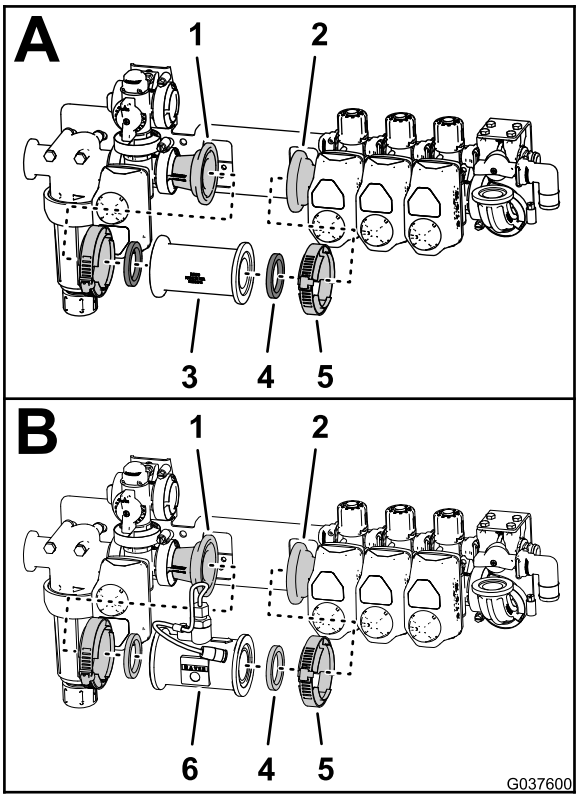

Figuur 47
1. Verwijder de 2 flensklemmen waarmee de 2 pakkingen en de rechte koppeling bevestigd zijn aan de adapterkoppelingen van de mengklep en de linkerspuitboomklep (Figuur 47).
3. Verwijder de pakkingen en de vloeistofstroommeter uit met de flenzen van de adapterkoppelingen bij de mengklep en de linkerspuitboomklep (Figuur 47).
4. Bevestig de vloeistofstroommeter aan de adapterkoppelingen; gebruik de 2 flensklemmen die u verwijderd hebt in stap 1 (Figuur 47).